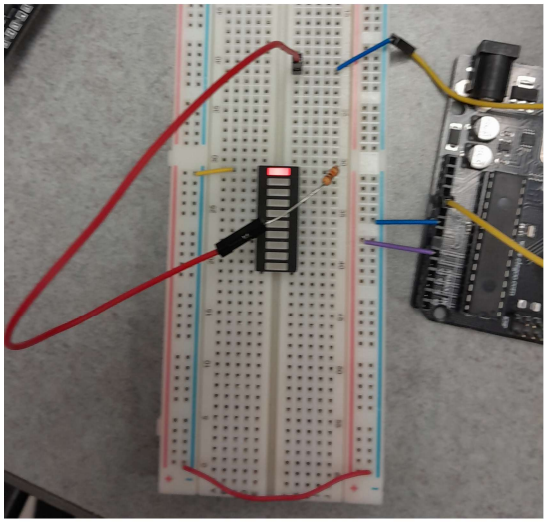

Figure 2: picture of task 1 with wires connected (continuous circuit)
Figures 2 and 3 demonstrate this concept in action. With (1) showing continuity (little resistance) and (2) showing non-continuity (large resistance).